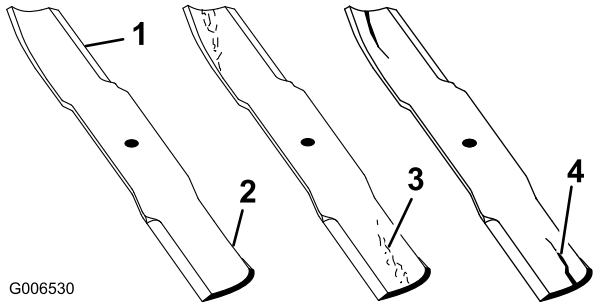

Figur 44
1. Efterse skærekanterne (Figur 44). Hvis kanterne ikke er skarpe eller har hakker, skal knivene afmonteres og slibes. Se afsnittet Slibning af knivene.
2. Efterse knivene, især det buede område (Figur 44). Hvis kniven er beskadiget eller slidt, eller hvis der er antydning af en revne i dette område (nr. 3 på Figur 44), skal du straks montere en ny kniv.